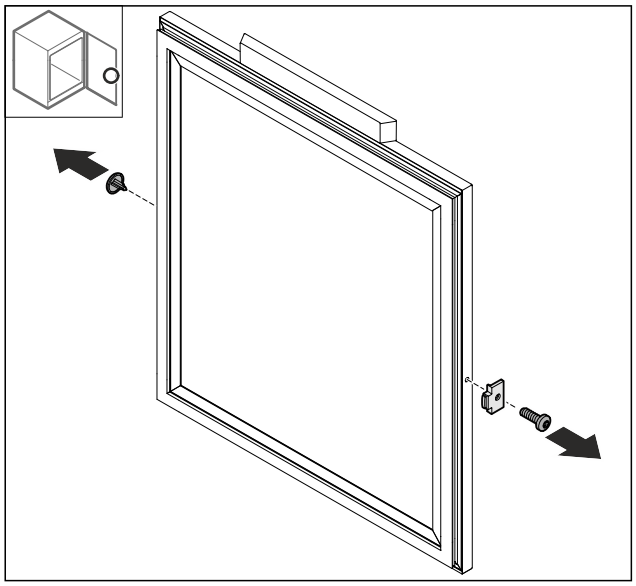

Fig. 77
- ▶ Abdeckung *Fig. 77 (1)* entfernen.
- ▶ Türstopper *Fig. 77 (2)* demontieren.